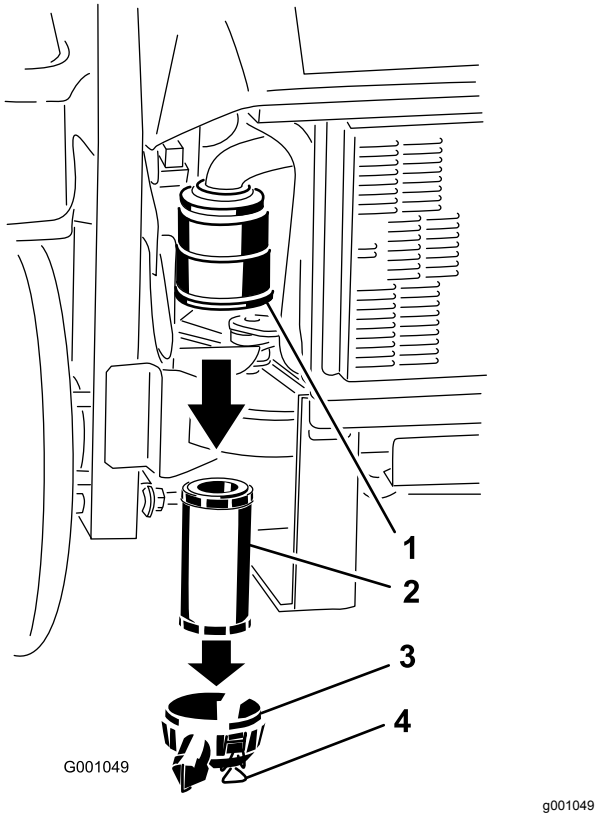

Rysunek 52
3. Zwolnij zatrzaski znajdujące się na filtrze powietrza i zdejmij pokrywę filtra powietrza z obudowy filtra (Rysunek 52).
5. Delikatnie wysuń filtr powietrza z obudowy (Rysunek 52).